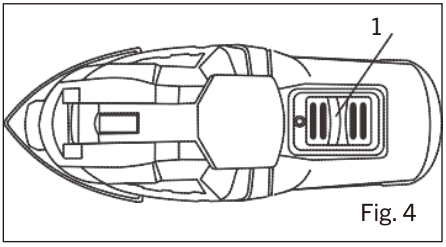

Fig. 4
1 Pour démarrer l'outil, faites glisser l'interrupteur MARCHE/ARRÊT (1) vers l'avant de l'outil (Fig. 4).